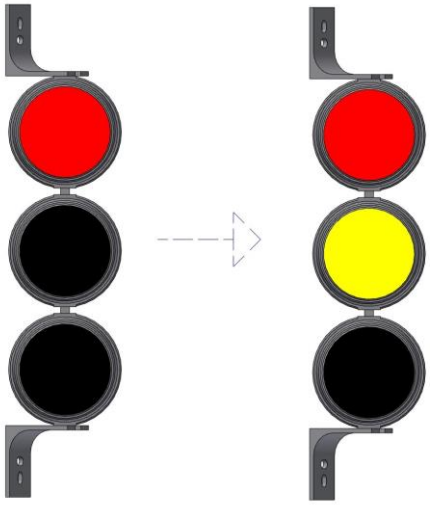

Rysunek 22
C. Wciśnij zielony przycisk **WENTYLATORY START** na panelu sterującym urządzenia. Nastąpi rozruch wentylatorów. Wsiądź do pojazdu i obserwuj sygnalizację świetlną. Na sygnalizatorze poniżej lampy w **kolorze czerwonym** zaświeci się **lampa o kolorze żółtym** informująca o rozruchu wentylatorów – patrz Rysunek 22 poniżej. Czekaj na zmianę sygnalizacji na kolor zielony.